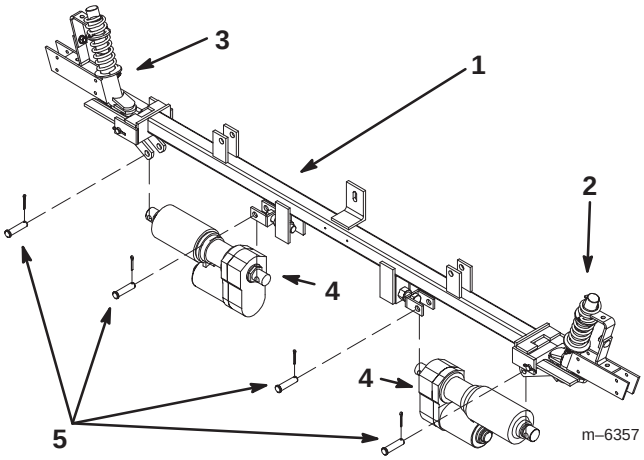

**Figure 1**
3. Install the boom actuators as illustrated in Figure 1, using 4 clevis pins and 4 cotter pins. Bend the ends of the cotter pins to secure them.